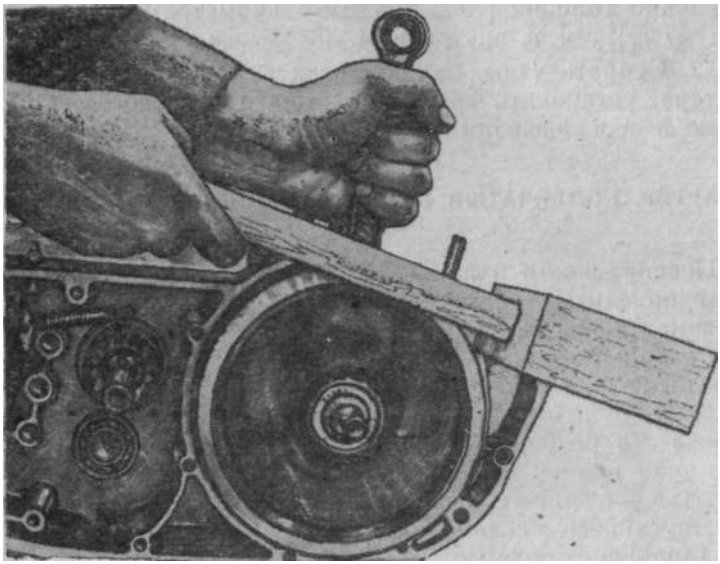

Рис. 112. Снятие левой половины картера с полуоси коленчатого вала.
5. Легкими ударами деревянного молотка по плоскости разъема отделить левую половину картера от коленчатого вала (рис. 112).